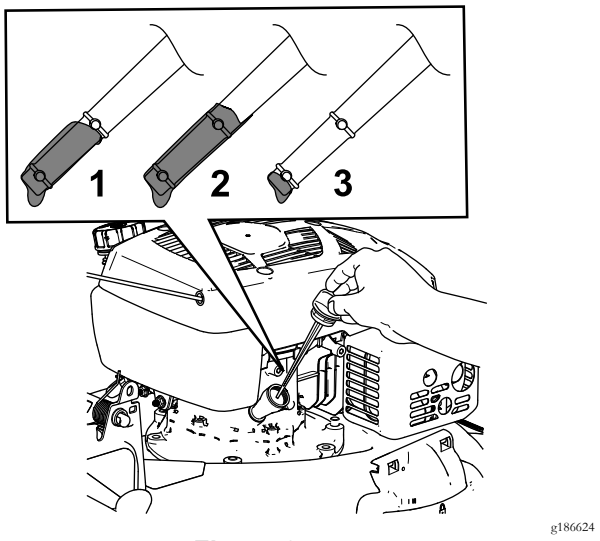

Figura 8
2. Retire la varilla girando el tapón en el sentido contrario a las agujas del reloj y tirando del mismo (Figura 8).